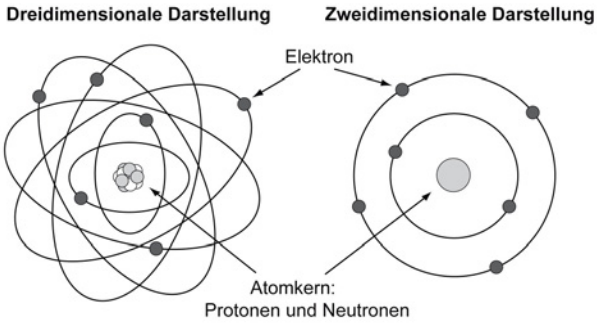

Abb. 1.1: Das Bohrsche Atommodell (Kohlenstoffatom)
Elektrische Vorgänge beruhen auf der freien Beweglichkeit von Ladungsträgern. Zur Veranschaulichung des Zustandekommens dieser Ladungen wird das vereinfachte Bohrsche Atommodell herangezogen (Abb. 1.1): Protonen und Neutronen bilden den Atomkern, die Elektronen bewegen sich um den Kern herum. Das Elektron ist der Träger der kleinstmöglichen negativen Ladung e^-, das Proton trägt die gleich große, positive Elementarladung e^+. Die Einheit der elektrischen Ladung Q ist das Coulomb (C). 1 Coulomb entspricht $6{,}242 \cdot 10^{18}\,e$, damit beträgt die Elementarladung $e = 1{,}602 \cdot 10^{-19}$ C.